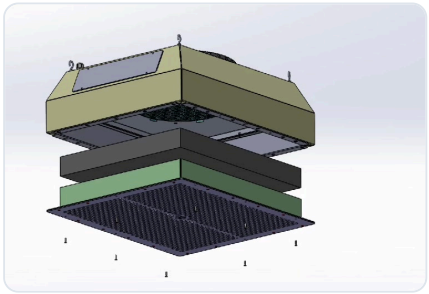

Fig. 6a – Order from the bottom: HEPA 10, HEPA H14
6. Place the new filters on the grille from bottom to top: **1.** activated carbon filter (only if fitted), **2.** HEPA 10 pre-filter, **3.** HEPA H14 main filter (Fig. 6a). If an airflow direction is indicated on the filter frame, observe it (air flows from bottom to top). The filters must seal tightly all round.